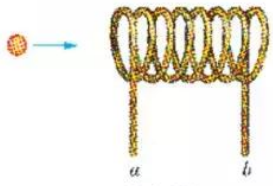

图 1-28
7. 在一个直长螺线管的两个接线端 a、b 上接一个 $i = 5\sin 50\pi t$ (A)的交变电流，一个电子沿螺线管的中心轴飞入螺线管内(如图 1-28 所示)，那么该电子的运动情况将会是